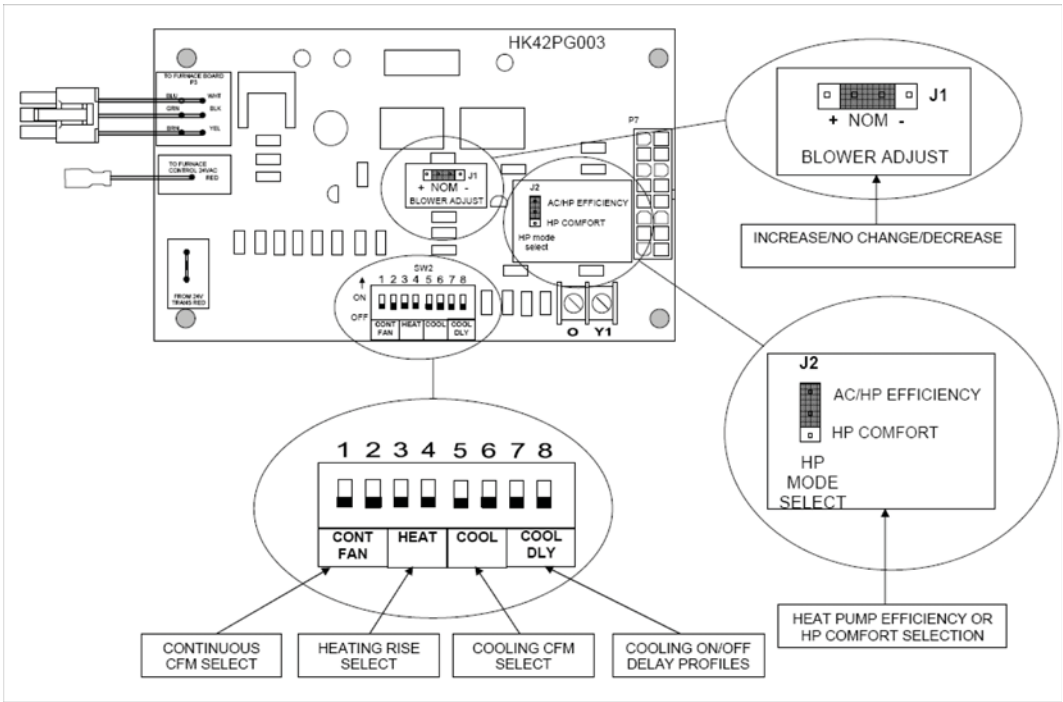

**Fig. 54 - Variable Speed Tap Select Interface Board (TSIB)**
2. The heating, cooling and continuous blower speeds can be adjusted by changing the SW2 DIP switch settings that are located on the Tap Select Interface Board (see Fig. 54).